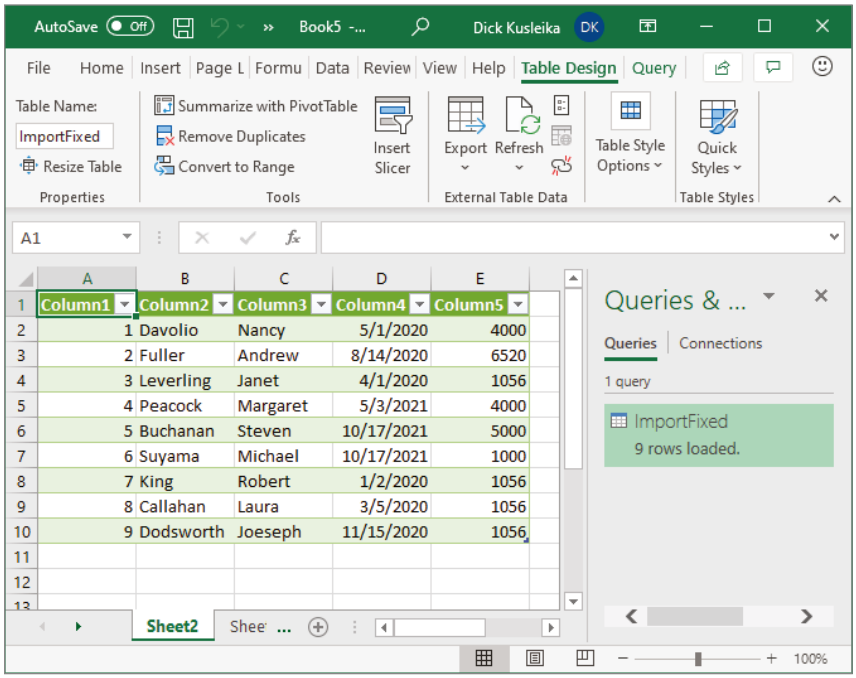

Figure 3.7: The text file in a table
4. Click the Load button to transfer the data into the worksheet. Figure 3.7 shows the table it creates and the Queries & Connections task pane.